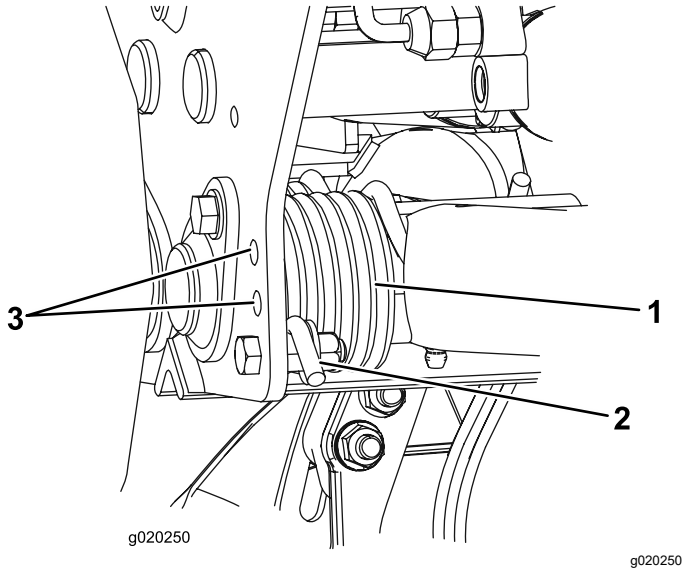

Figur 33
2. Sæt et rør eller lignende ind i den lange fjederende for at slække fjederspændingen under justering (Figur 33).
3. Fjern bolten og låsemøtrikken, som fastgør fjederaktuatoren til beslaget, mens fjederspændingen slækkes (Figur 33).